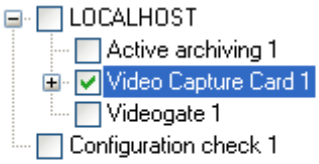

Figure 12.14-7 The "Configuration check" objects tree
1. In the objects tree, set the checkboxes next to those objects which parameters configuration will be included in a template (Figure 12.14-7).